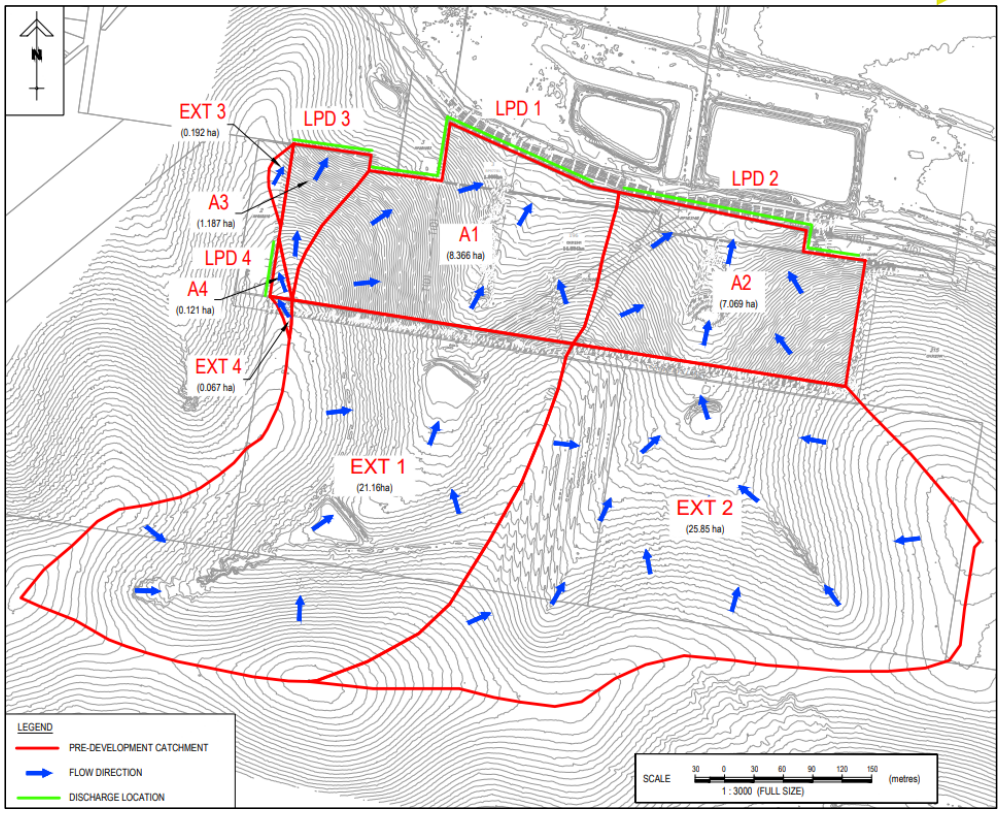

Figure 3.1 Pre-Developed Catchment Plans
Lawful Points of Discharge (LPD)	There are four (4) existing LPD's, with three along the northern boundary towards Golf Links Drive and one along a portion of the western boundary. In the post-developed scenario flows from LPD 3 and 4 will be diverted to LPD 1 and 2. Refer to Figure 3.1 below for more information.
Pre-development	In the pre-development scenario, flows sheet flow across the site forming two channels in Catchment A1 and Catchment A2. Majority of flows discharge at LPD 1, 2 and 3, near Golf Links Drive to the north, with a small portion discharging to LPD 4 to the west. Refer to Figure 3.1 below for more information.